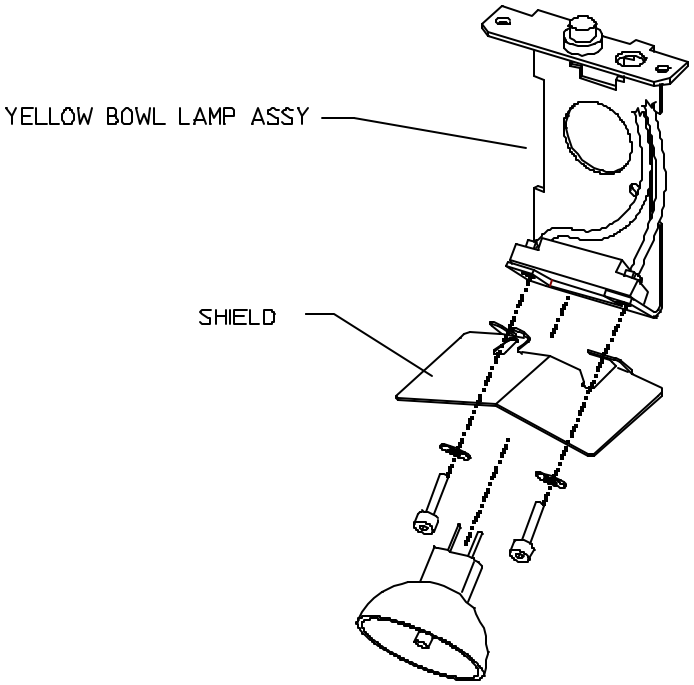

FIGURE 3. Yellow Lamp Shield
4) Attach the Yellow Lamp Assembly to the mounting bracket. Make sure that the opening in the Yellow Lamp Assembly lines up with the upper lens and that the cable is not blocking the light path. Adjust the lamp shield (Figure 3) so that it fits snugly against the Yellow Filter assembly and does not interfere with the operation of the color or aperture wheel assemblies.